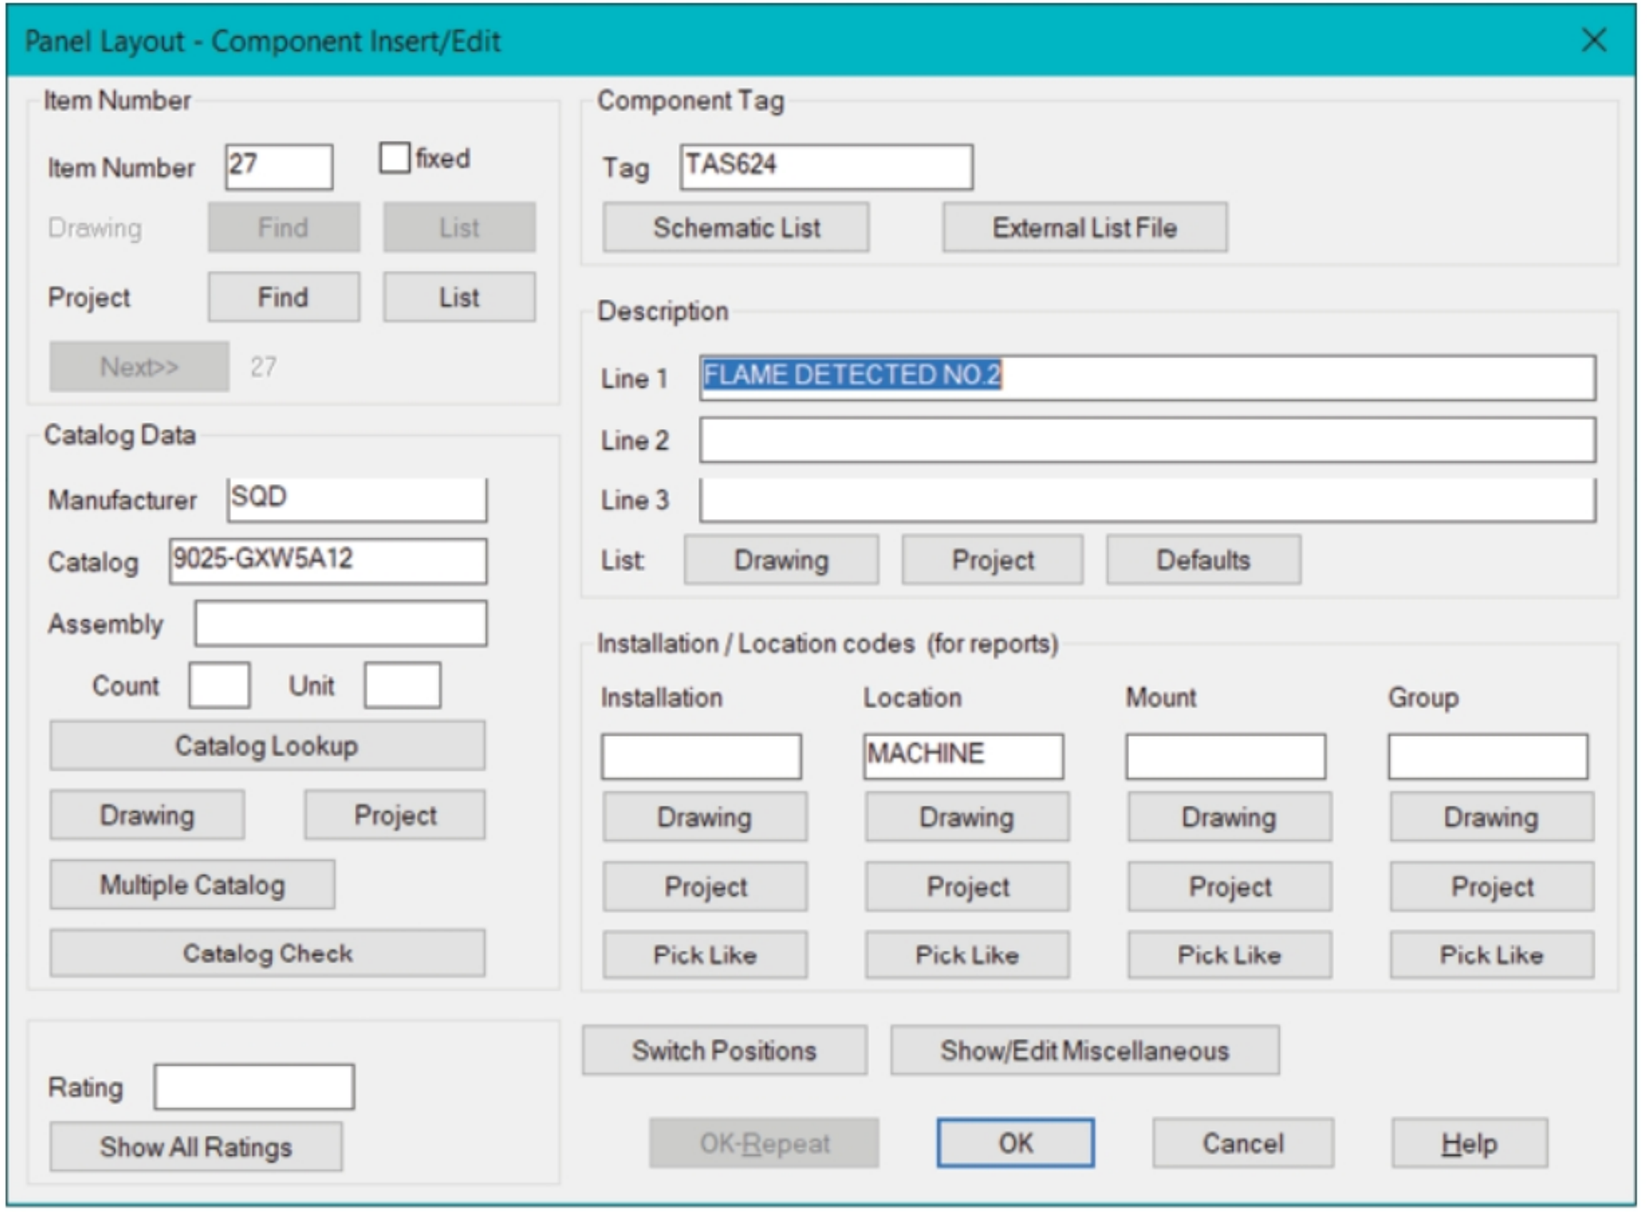

Figure-53. Panel Layout Component dialog box
- Select desired component. The **Panel Layout - Component Insert/Edit** dialog box will be displayed; refer to Figure-53.